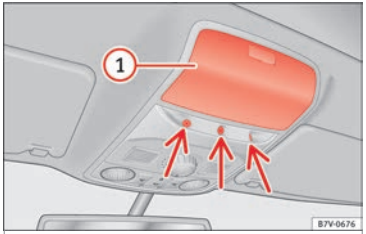

Afb. 133 In de dakconsole: sensoren voor interieurbewaking.
Sluit het opbergvak ››› **afb. 133** (1) van de dakconsole omdat anders de werking van de interieurbewaking (pijl) zonder beperkingen niet gewaarborgd is.